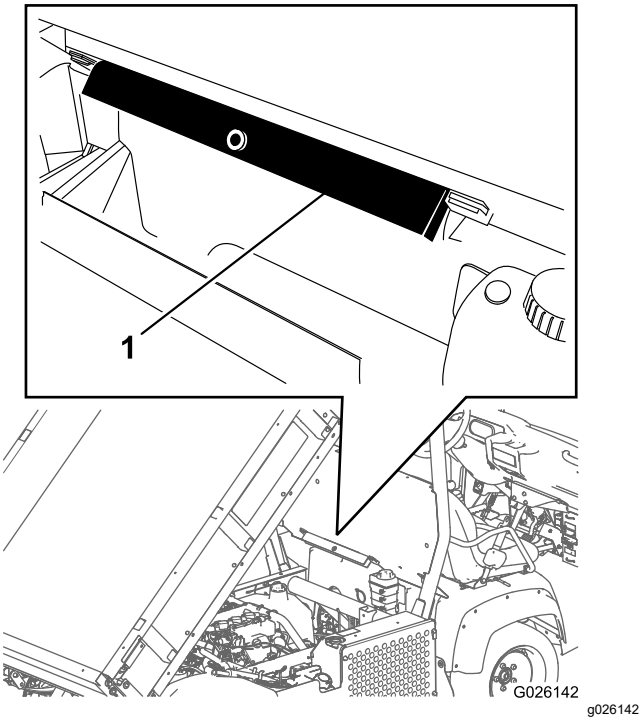

Figur 13
2. Ta loss flakstödet från förvaringsfästena baktill på vältskyddspanelen (Figur 13).